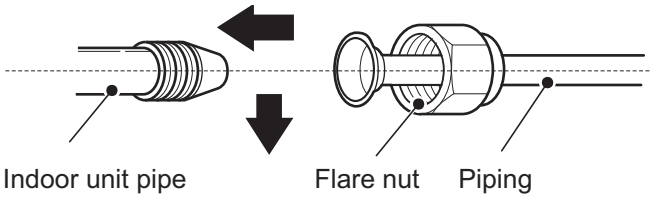

Fig. 34 —Connect Indoor Unit First
b. Align the connecting piping, firstly tighten most of the thread of the connecting nut by hand, and then use a torque wrench to tighten the last 1 to 2 turns of the thread as shown in the Fig 34.